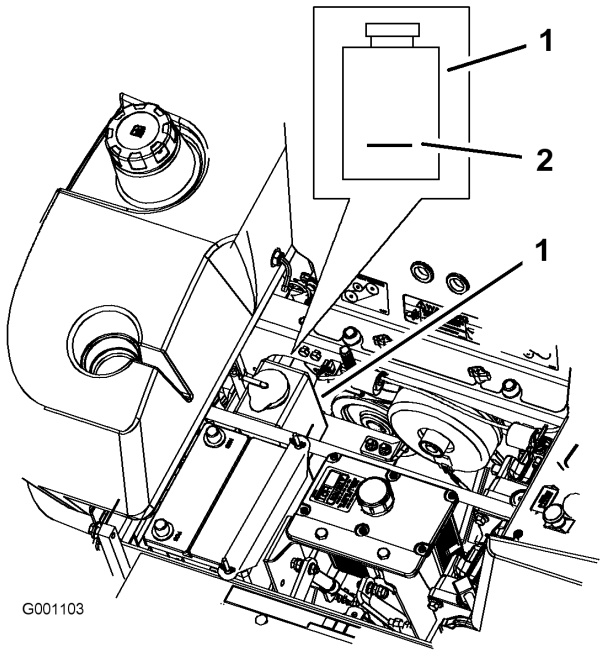

Figure 51
3. Lorsque le moteur est froid, vérifiez le niveau de liquide dans le vase d'expansion. Le liquide doit atteindre la bosse à l'extérieur du vase d'expansion (Figure 51).
4. Si le niveau de liquide est insuffisant, versez un mélange 50/50 d'antigel longue durée/Dex-Cool® et d'eau dans le vase d'expansion (Figure 51).
5. Versez une quantité suffisante de mélange 50/50 dans le vase d'expansion pour atteindre le trait de repère (Figure 51).